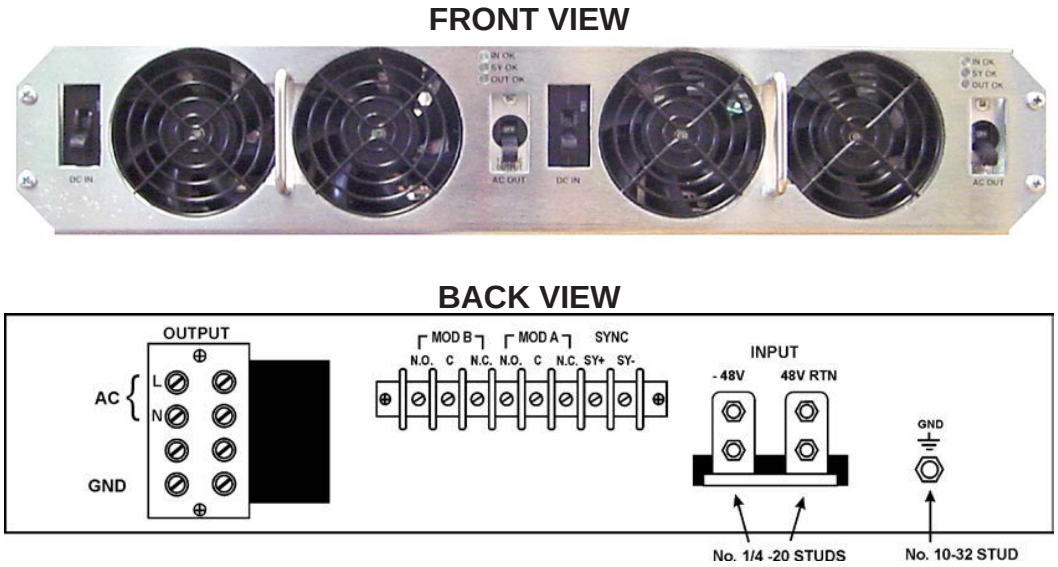
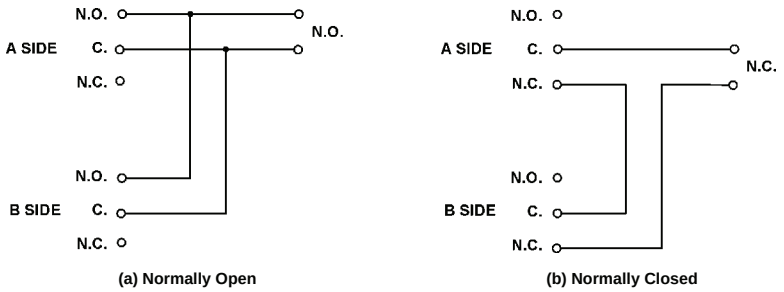

Figure 3 - Front and Back of INVR2U-HS Shelf
Figure 7 - Connections for ORing Form C Relay Outputs
8.3 Figure 3 shows the front and back of an INVR2U-HS or INVR2U-HS-H shelf. Each half of this shelf (side A or B) has an INV2500-HS. The back panel INV2500-HS has a transparent plastic safety cover. The INVR2U-HS shelf with two INV2500-HS inverters in it has a front retention panel over the inverter modules.
12.7 Form C Relay Contacts. These contacts at the rear of the shelf have normally open (N.O.) and normally closed (N.C.) positions for normal operation of each inverter module, see Figure 3 for connections. Note that there is a separate set of contacts for each module (A and B sides) of the inverter system. If it is desired to monitor the inverter system as a whole, the two sets of contacts may be connected as shown in Figure 7 to give an OR function for either set of contacts.